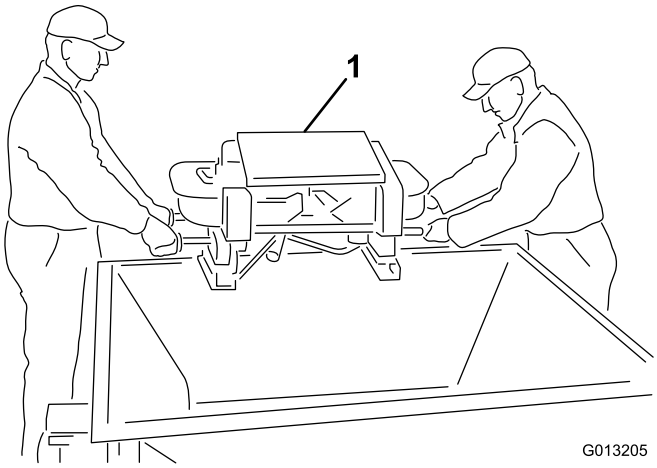

Figur 5
4. Dette trin kræver to personer. Løft den dobbelte spinder ud af tragtbeholderen ved hjælp af den dobbelte spinders ydre håndtag. Stil den dobbelte spinder på jorden (Figur 5).